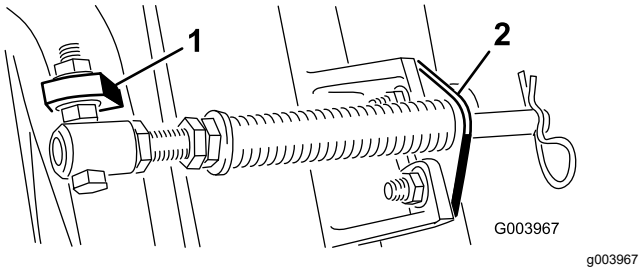
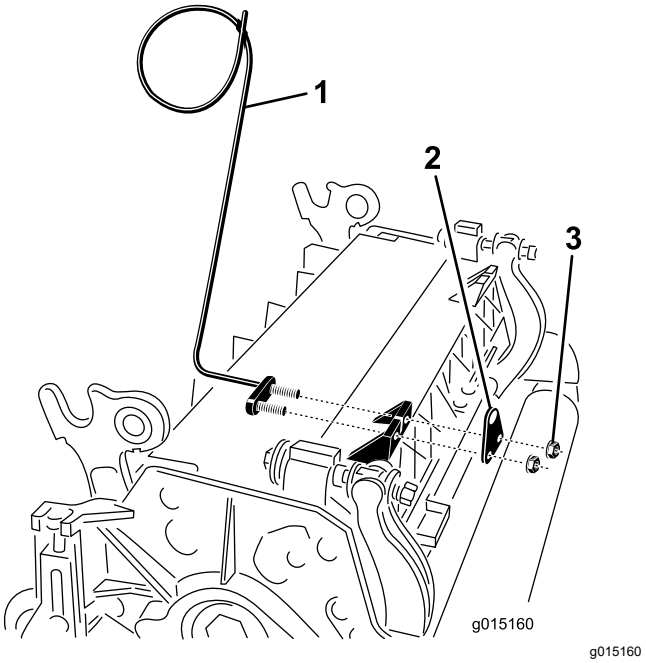

**Рисунок 11**
**Рисунок 13**
**Примечание:** Головку болта следует расположить в направлении наружной стороны выступа, как показано на Рисунок 11.
E. Присоедините кронштейн штока к выступам режущих блоков с помощью каретных болтов и гаек (Рисунок 11). При установке кронштейна штока установите левую направляющую шланга на передние выступы режущего блока (Рисунок 13).